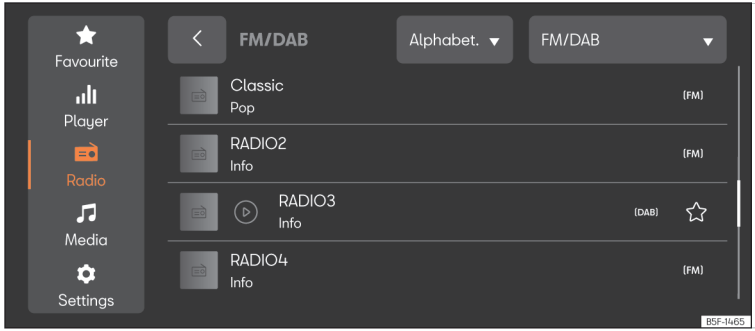

**Fig. 170** Schematic representation: Radio view.
- Press **HOME** > ⓟ > 📻 ››› Fig. 170.